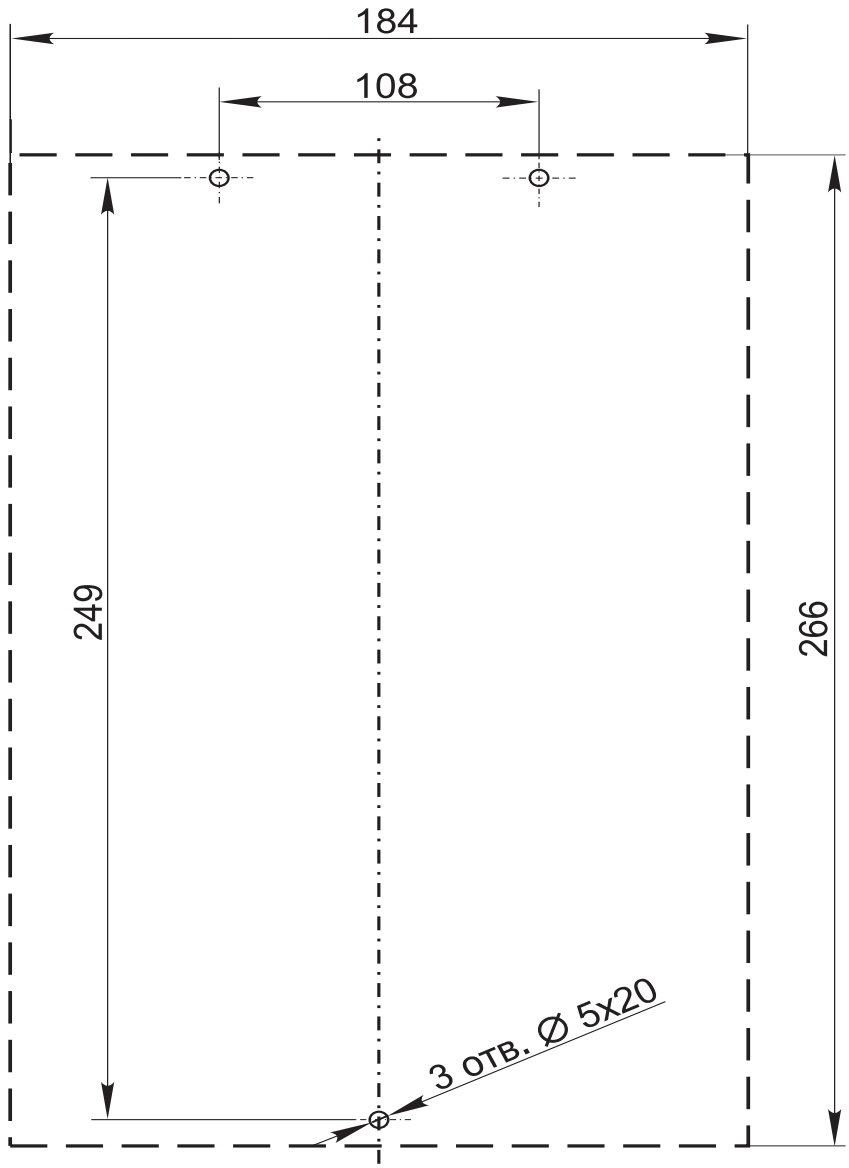

Рис. 8 Разметка отверстий для установки БПК
10.3.6. Для монтажа БПК подготовьте в стене отверстия под дюбели пластмассовые (см. рис.8). БПК (11) следует располагать на стене таким образом, чтобы обеспечивался удобный доступ к предохранителям и выключателям, а так же удобный обзор его индикаторов. Сетевой кабель (16) должен свободно доставать до розетки, пульт управления – свободно располагаться на столе.